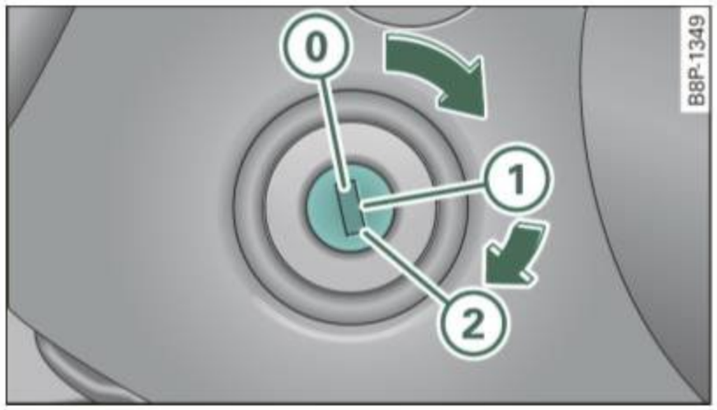

Fig. 109 Ignition key positions
- Turn the ignition key to position (1) ⇒ fig. 109. The glow plug warning light lights up while the glow plugs are warming up.